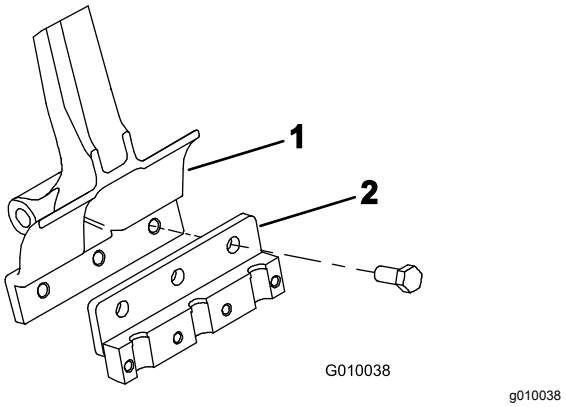

Figur 24
3. Fest en pipeholder på hver pipearm (Figur 24) med tre bolter (½ x 1¼ tomme). Stram boltene med et moment på 101,6 N·m.